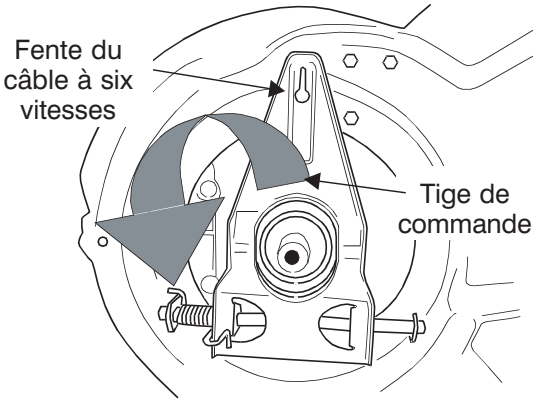

Figure 24
13. Écartez la poulie et la courroie. Voir la Figure 24.